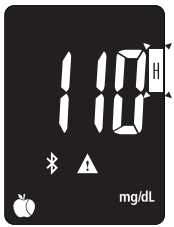
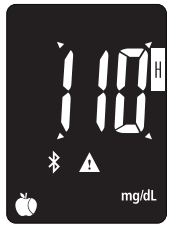

Rys. 27
Rys. 28
1. Wciśnij przycisk ▲, aby przejść do ustawienia alarmu górnego. Zatwierdź swój wybór przyciskiem ⏻ (rys. 27).
2. Aby zmienić ustawienie alarmu hiperglikemii, użyj przycisków ▲ i ▼, aż dojdziesz do pożądanego ustawienia (rys. 28). Następnie wciśnij przycisk ⏻, aby potwierdzić swój wybór (Rys. 27, 28). (Zakres alarmu hiperglikemii 100-240 mg/dL / 5.6-13.3 mmol/L, ustawienie fabryczne 110 mg/dL / 6.1 mmol/L.).